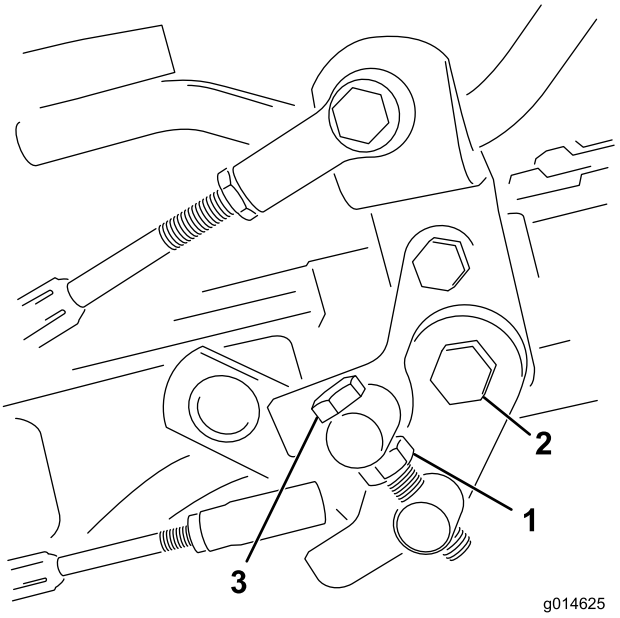

**Figur 50**
1. Løsn kontramøtrikken på trækbøjlen (Figur 50).
4. Tilspænd kontramøtrikken på tappens maskinskrue og møtrikken på pedalens drejetap for at låse justeringen (Figur 50). Kontroller justeringen, og juster som påkrævet.